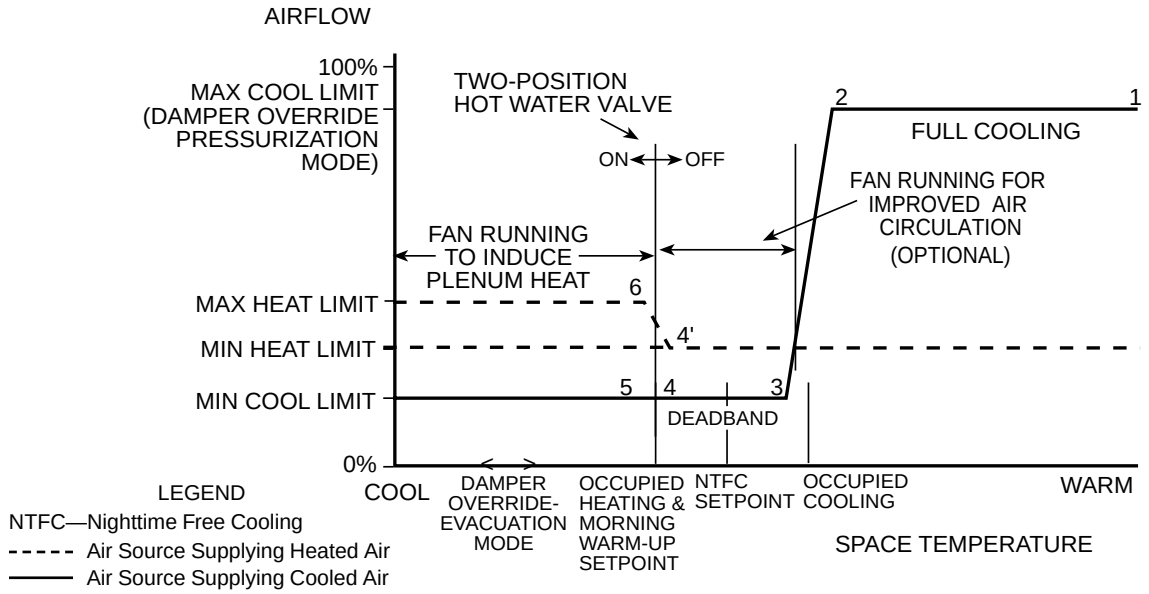

Figure 2 - Sequence of Operation for Intermittent Fan Powered Air Terminal With Two-Position Hot Water Heat
A. Cooling: (refer to numbers on flow diagram). See Fig. 2.
B. Auxiliary hot water heating: (when the primary air source is cooling, refer to numbers on flow diagram). See Fig. 2.
C. Heating: (when the primary air source is providing heated air, refer to numbers on flow diagram). See Fig. 2.